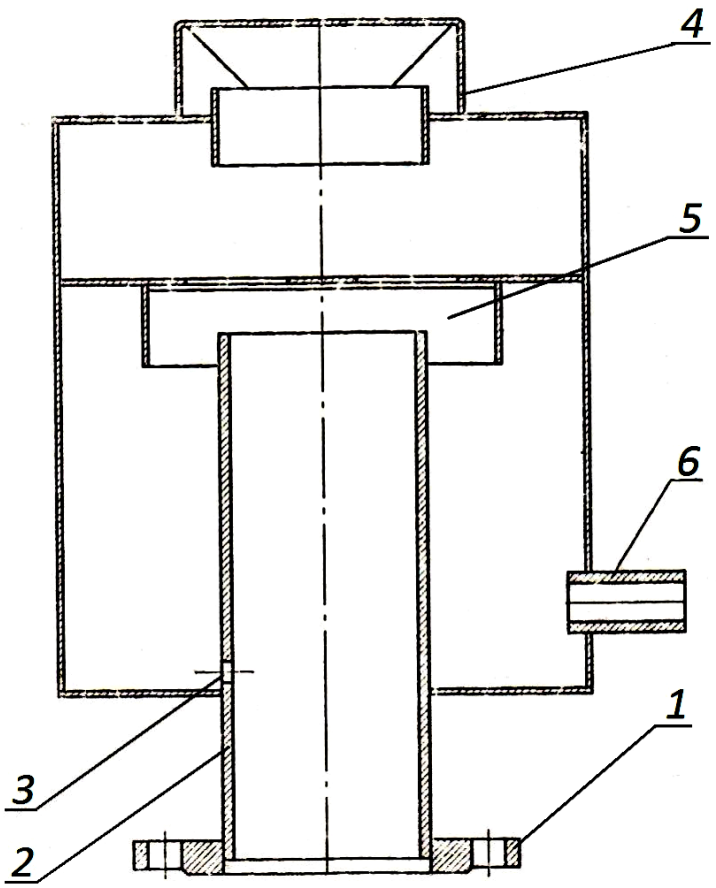

Рисунок 5 – Водоотделитель водокольцевого вакуумного насоса: 1 – фланец; 2 – труба; 3 – отверстие; 4 – рефлектор; 5 – фонарь.
1.5.4. Так как воздух (газ), выходящий из нагнетательного патрубка насоса, выбрасывает и воду, причём в том количестве, которое потупило в насос из водопровода, то для отделения воды от воздуха (газа), сбора её и удаления на указанный патрубок устанавливают водоотделитель (рисунок 5).
1.5.5. Конструктивное выполнение водоотделителей для всех вакуумных насосов одинаковое, они отличаются только размерами. На рис.5 показан разрез водоотделителя, представляющий собой вертикальный цилиндрический бачок. В центре днища бачка вварен отрезок трубы 2, к нижнему концу которого приварен фланец 1, служащий для крепления его к фланцу нагнетательного патрубка насоса.